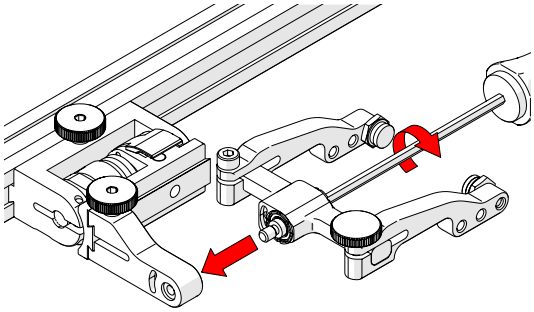

Fig. 160 - Install yoke to swing arm
6. Using the 3 mm hex driver, screw the yoke pivot screw into the opposite side of the probe holder swing arm *(Fig. 160)*. Ensure the yoke is level to avoid issues with the plunger/set screw.